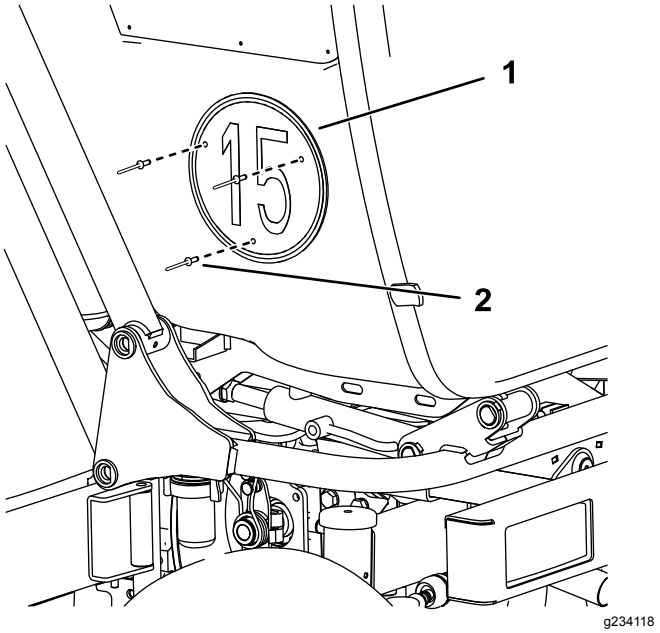

Figure 1
3. Using the holes drilled in step 2, install a speed decal sign to each side of the hopper with rivets (Figure 1).